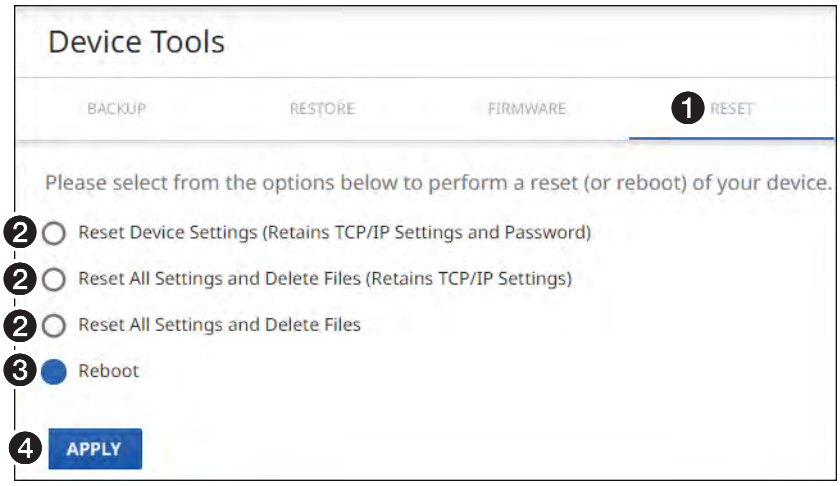

Figure 48. Tools — Reset Function
1. On the `Device Tools` page, click **RESET** (see figure 48, ❶).
2. Select (click) a reset level (see figure 48, ❷) or **Reboot** (❸).
3. Click **APPLY** (**figure 48**, ❹).